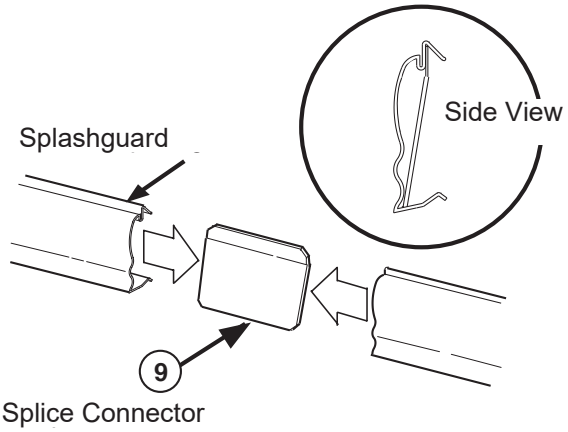

Figure 9. Installing Splashguard Splice Connector
8. Refer to Section 1 of the Reach-In Installation and Service Manual to install splashguard brackets and bumpers. Section 3 provides direction for installing splashguards, including splashguard Splice Connector (9) shown in Figure 9.
10. Splashguards, including splashguard Splice Connector (9) shown in Figure 9.